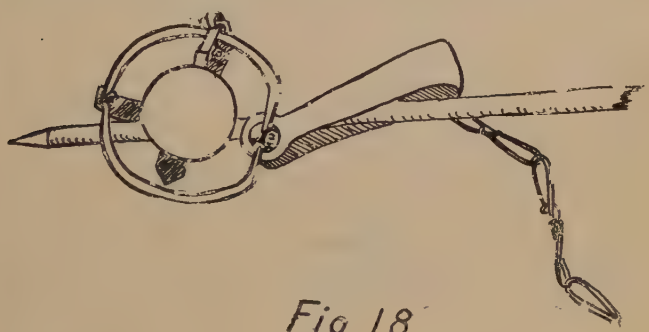

Fig 18
A very good adaptation of this method is shown in Fig. 17. It is more simple and entails less work. It consists of three sticks about fifteen inches long, driven into the tree in the manner shown. The bait is then fastened to the stick (1) and a roof of bark, twigs, etc., laid over 1 and 2, to keep off the snow. The trap is then slipped over 3 in the manner shown in Fig. 18, between the spring and under the bottom bar of the trap. Be sure not to get the stick between the bar and the pan. If this is done it will interfere with the fall of the pan and as a consequence the trap will not be sprung. This bottom stick (3) need only be driven lightly into the tree so that the animal will loosen it in its efforts to escape. The chain is fastened to the tree so that the animal will hang without touching the ground or snow. This will prevent its severing its feet and